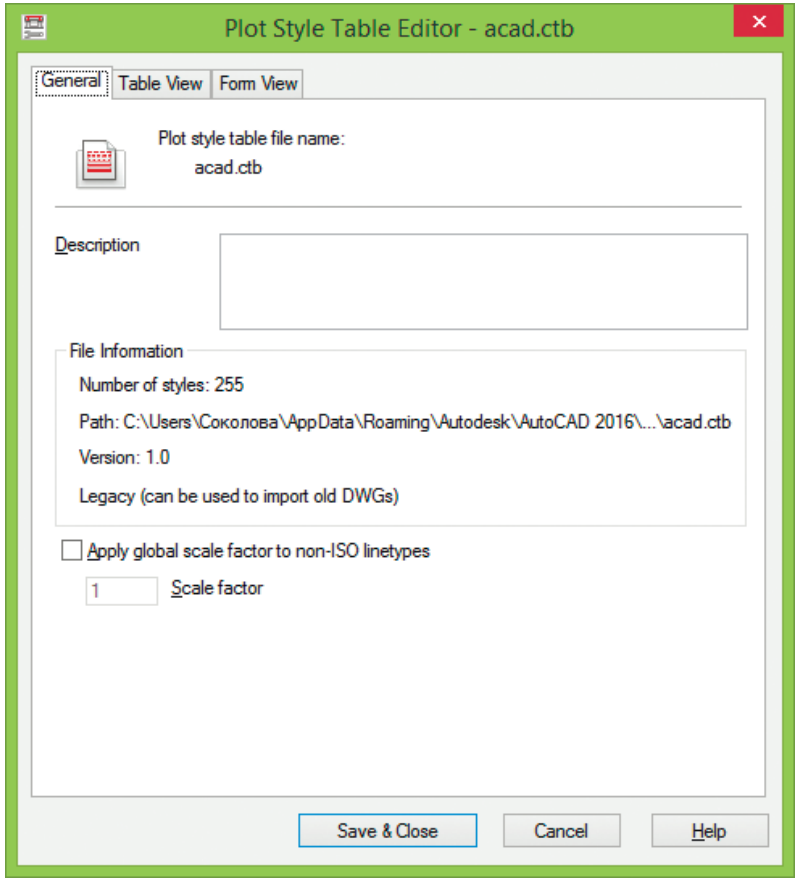

Рис. 15.13. Редактор таблиц стилей печати, вкладка общих сведений
- ◊ вкладка **General** (рис. 15.13) содержит общие сведения об имени и пояснениях к файлу таблицы стилей печати, а также информацию о нем: количество стилей, путь, версию, информацию о совместимости для импорта старых чертежей. С помощью параметра **Apply global scale factor to non-ISO linetypes** можно применить глобальный масштаб к типам линий, не относящимся к ISO;